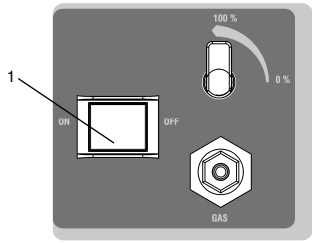

Fig. 4.1.1
CAUTION! All the functions and settings described below are MANDATORY. They must be carried out with the machine powered (main switch ref. 1 in fig. 4.1.1. in the ON position) and the board off. The board on key light is blue and the display shows the HW version and FW version.